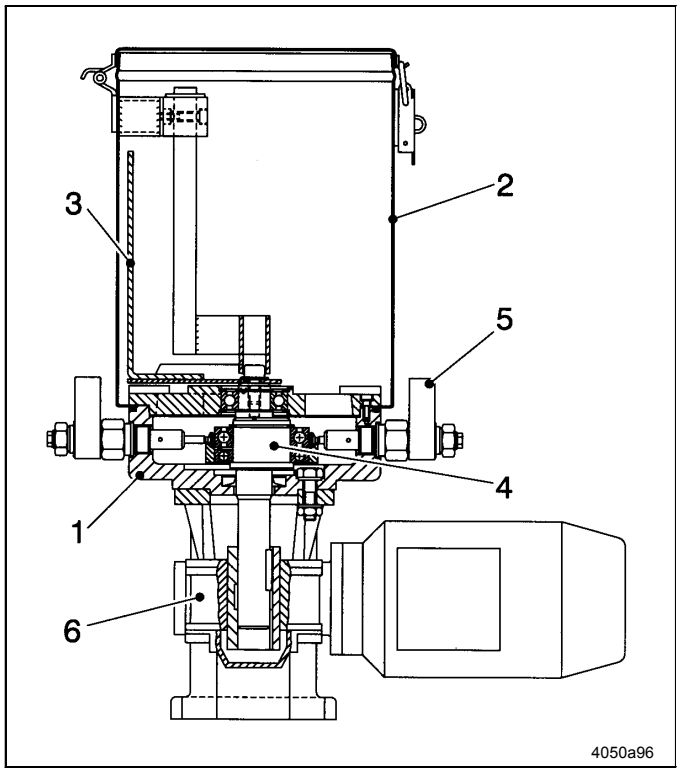

рис. 2 Изображение насоса 215 в разрезе
- Насос состоит из комплектующих частей, которые показаны на рис. 2.
- Червячная передача (6, рис. 2) понижает число оборотов приводного двигателя до числа оборотов эксцентрикового вала.
- Эксцентриковый вал (4) приводит поршень в насосном элементе (5) в возвратно-поступательное движение. За счет этого осуществляется всасывание смазочного материала и его подача к выпуску через обратный клапан.
- Одновременно эксцентриковый вал приводит также в движение лопасть мешалки (3). Благодаря вращательному движению лопасти мешалки обеспечивается гомогенизация смазочного материала и его подача к всасывающему отверстию насосного элемента.